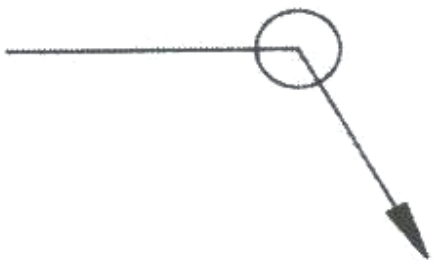

FIGUUR 9 (1)
4.4 Verduidelik die betekenis van die sweissimbool in FIGUUR 9.